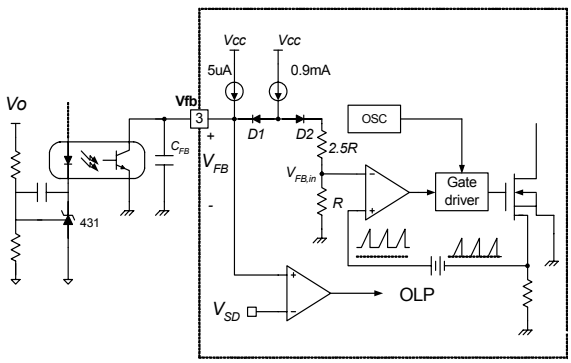

Figure 5. Pulse Width Modulation (PWM) Circuit
2. Feedback Control : The FSDx321 employs current mode control, as shown in Figure 5. An opto-coupler (such as the H11A817A) and shunt regulator (such as the KA431) are typically used to implement the feedback network. Comparing the feedback voltage with the voltage across the Rsense resistor plus an offset voltage makes it possible to control the switching duty cycle. When the KA431 reference pin voltage exceeds the internal reference voltage of 2.5V, the opto-coupler LED current increases, the feedback voltage Vfb is pulled down and it reduces the duty cycle. This event typically happens when the input voltage is increased or the output load is decreased.
4.4 Over Voltage Protection (OVP) : In the event of a malfunction in the secondary side feedback circuit, or an open feedback loop caused by a soldering defect, the current through the opto-coupler transistor becomes almost zero (refer to Figure 5). Then, V_{FB} climbs up in a similar manner to the over load situation, forcing the preset maximum current to be supplied to the SMPS until the over load protection is activated. Because excess energy is provided to the output, the output voltage may exceed the rated voltage before the over load protection is activated, resulting in the breakdown of the devices in the secondary side. In order to prevent this situation, an over voltage protection (OVP) circuit is employed. In general, Vcc is proportional to the output voltage and the FPS uses Vcc instead of directly monitoring the output voltage. If V_{CC} exceeds 19V, OVP circuit is activated resulting in termination of the switching operation. In order to avoid undesired activation of OVP during normal operation, Vcc should be properly designed to be below 19V.